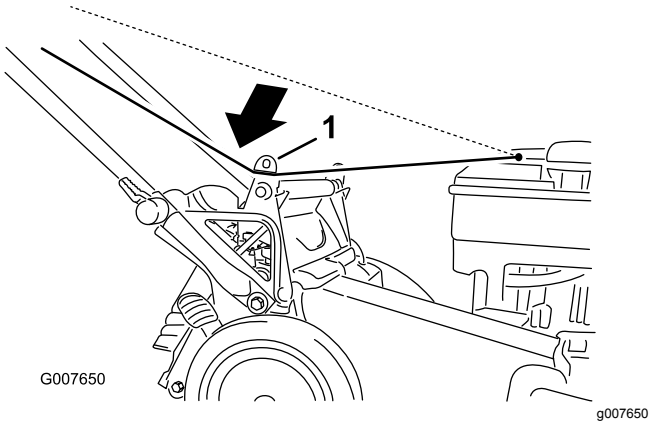

Figur 25
1. Før startsnoren rundt den nedre snorføreren (Figur 25).